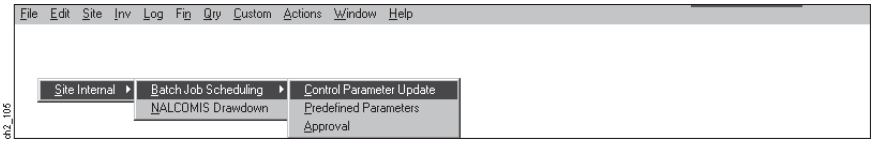

Figure 2-126
(1) Step 1. On the Batch Job Scheduling Submenu above (Figure 2-126), select the Control Parameter Update Option.